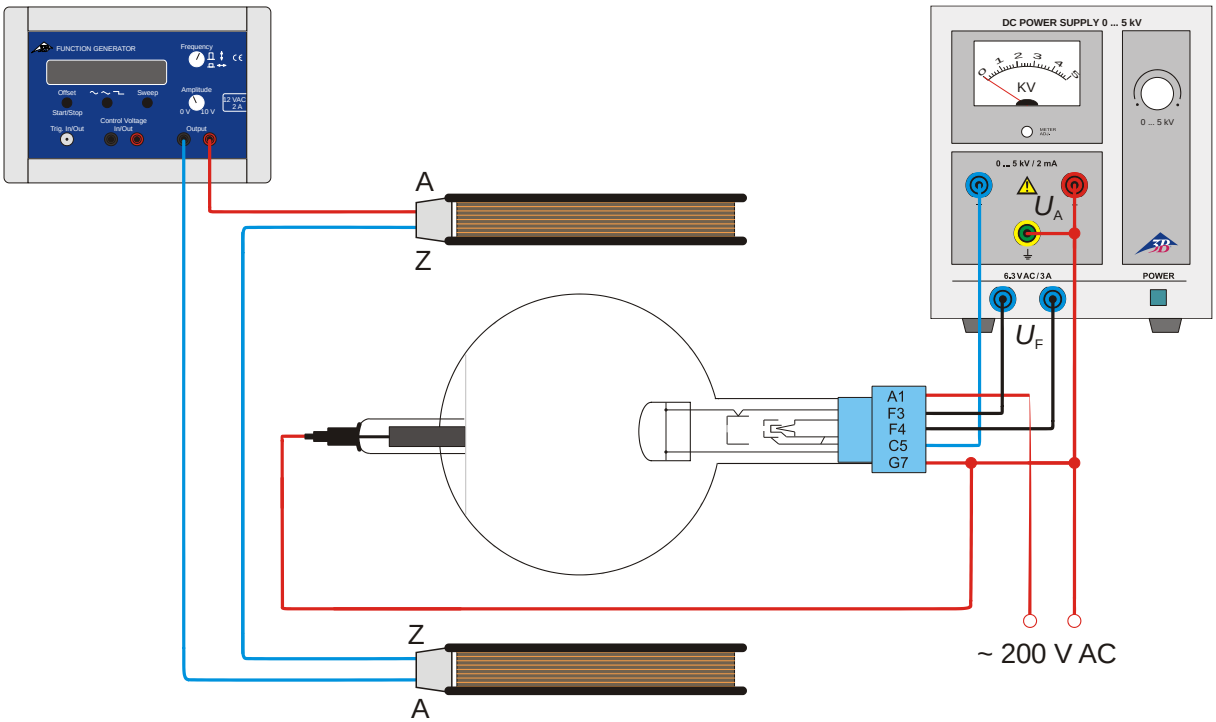

Fig 6 Ablenkung im kollinearen magnetischen und elektrischen Wechselfeld
- Beschaltung gemäß Fig. 6 vornehmen.